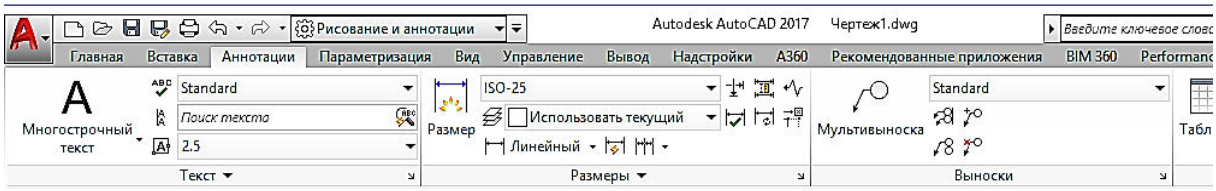

Рис. 18
– Вкладка **Аннотации** – включает в себя группы инструментов для нанесения размеров, создания текста, линий-выносок, таблиц на чертеже (рис. 18).